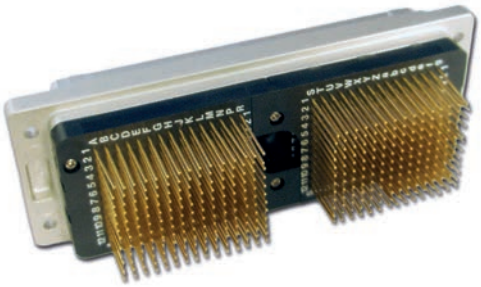

Figure 1
Step 2. Contacts are inserted from the insulator front face by hand and are seated and clicked in the cavity by pulling on the terminal post with flat nose plier, see Figure 1.